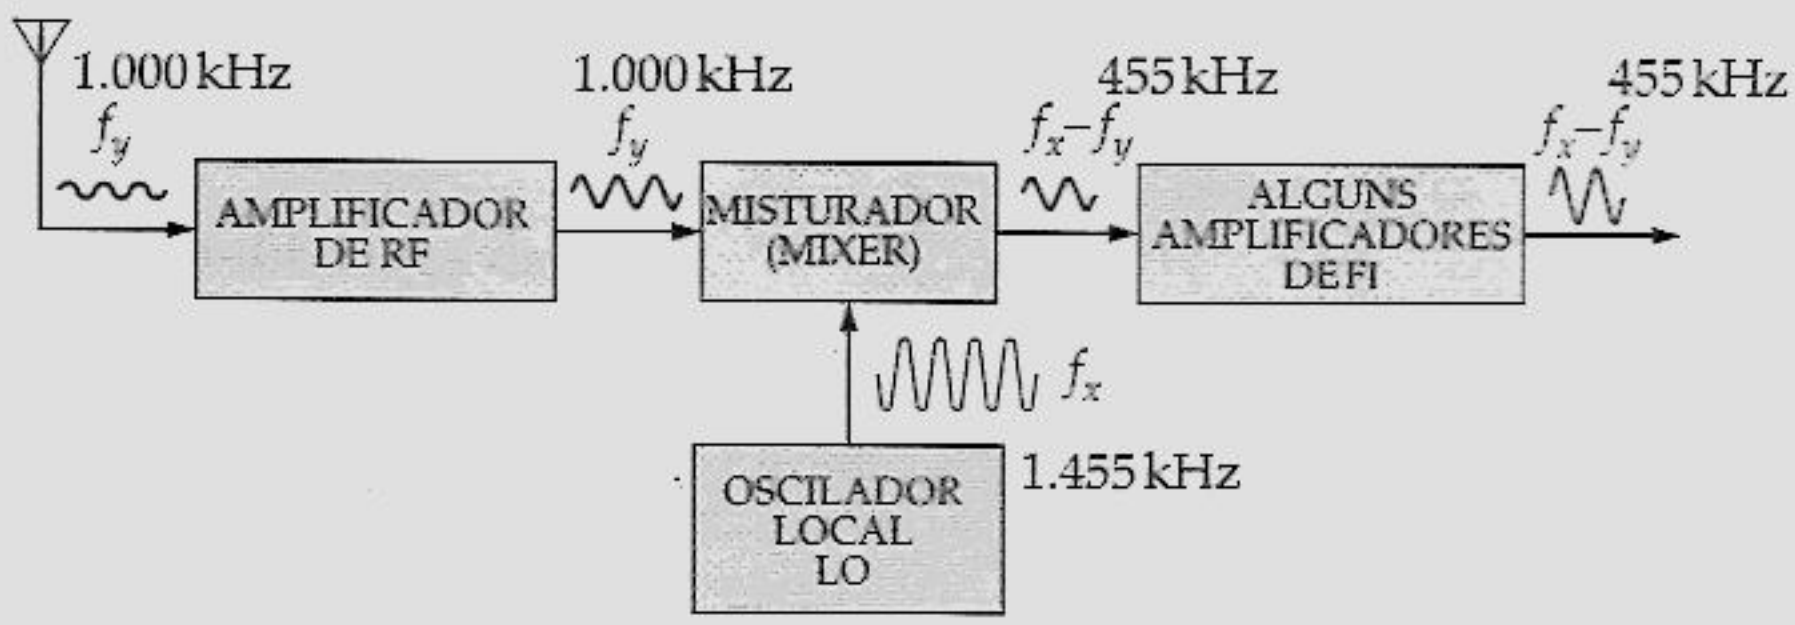

Figura 24.18 Estágio de entrada de um típico receptor AM.
A Figura 24.18 mostra o estágio de entrada de um típico receptor de rádio AM. A antena transfere um sinal fraco para o amplificador de radiofreqüência (RF). Embora este aumente a intensidade do sinal, o sinal f_y que alimenta o misturador ainda é pequeno. O outro sinal de entrada do misturador vem de um circuito chamado de *oscilador local* (LO – *local oscillator*). Esse sinal é muito grande, o que produz a operação não-linear necessária para se obterem as freqüências-soma e diferença. O misturador inclui um filtro que bloqueia todas as freqüências, exceto $f_x - f_y$.
Como mostra a Figura 24.18, a saída do misturador é 455 kHz. Os amplificadores de FI são sintonizados e fixados nessa freqüência. Portanto, o sinal de 455 kHz recebe do amplificador de FI um ganho de tensão máximo.